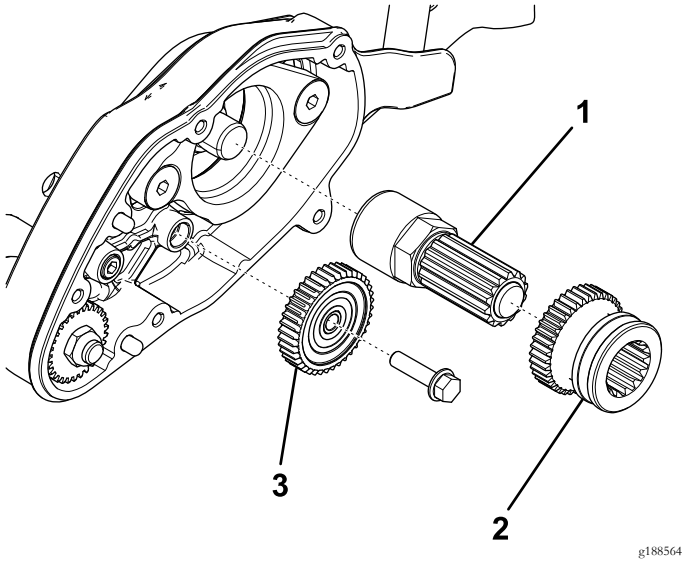

Figur 2
4. Fjern mellemhjulet med 40 tænder (Figur 2).
5. Fjern drivtandhjulet og akselsamlingen fra forlængeren på knivcylinderakslen (Figur 2).